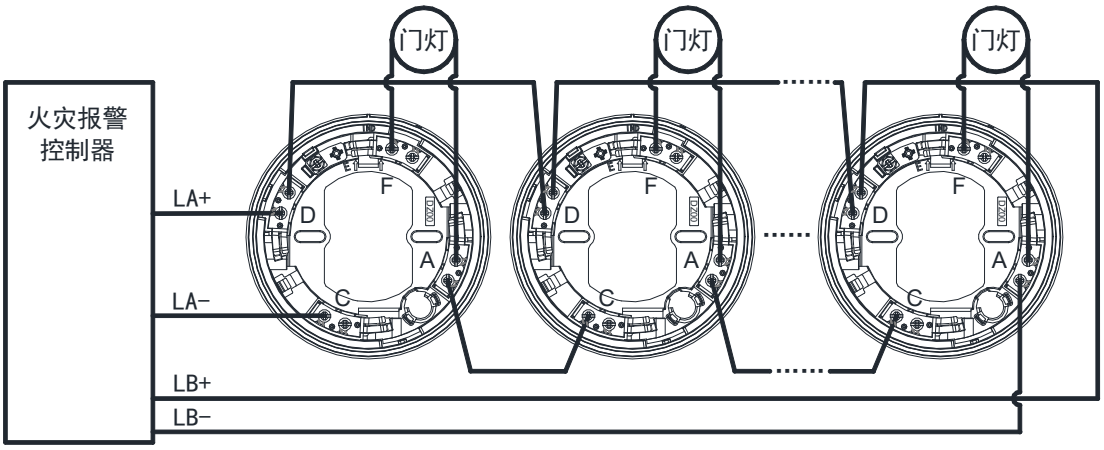

图 2　环形接线方式底座接线图
① 环形接线方式：回路总线在 C、D、A 端子上接入，接线有极性要求，D 为正极，C 为负极输入，A 为负极输出，接下一个底座的 C 端子，该接法具备环形短路隔离功能，如图 2 所示。